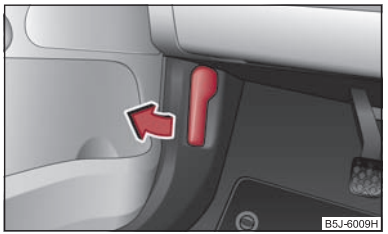

Fig. 12 Palanca de desbloqueo para el capó
- Tire de la palanca de desbloqueo debajo del tablero de instrumentos, lado del conductor ⇒ fig. 12.